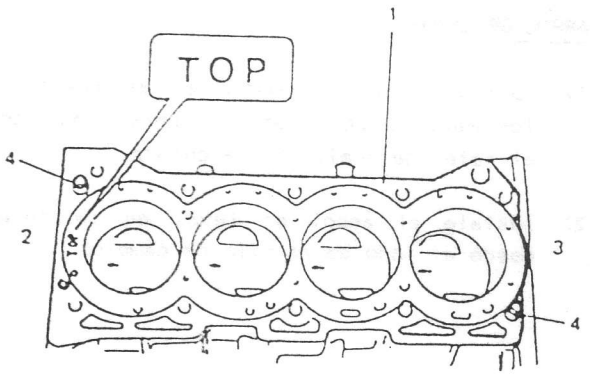

Fig. 3-6-33 Instalación de la junta de culata
7) Verifique que los pasadores de posicionamiento (4) estén correctamente colocados e instale una nueva junta de culata de la manera ilustrada en la Fig. 3-6-33, es decir, de manera que la marca "TOP" provista en la junta quede orientada hacia arriba (hacia el lado de la culata) y del lado de la polea de cigüeñal.